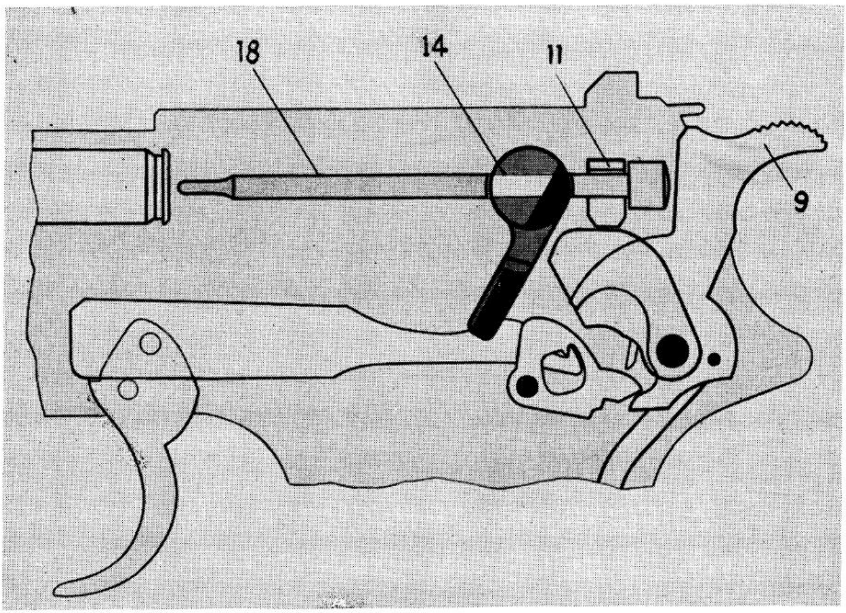

FIGURE 18. P-38 SAFETY SYSTEM (Continued).
(See Figure 18) When the lever of the thumb safety (14) on the slide is turned down it revolves the stem inside the slide, bringing solid metal surfaces on the rounded stem down around the cutaway section of the firing pin (18). If the hammer (9) is up when this is applied, the stem drops the hammer automatically by forcing the decocking lever on the left side of the hammer to draw the sear out of engagement.